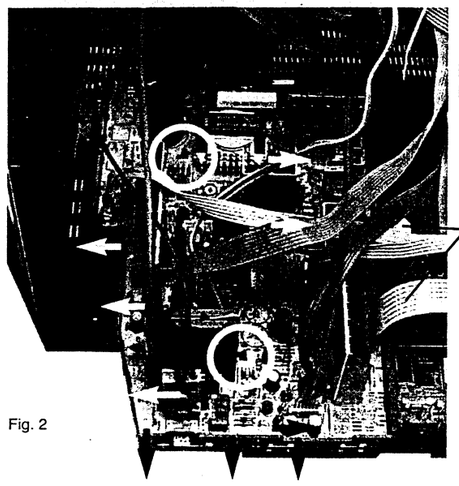
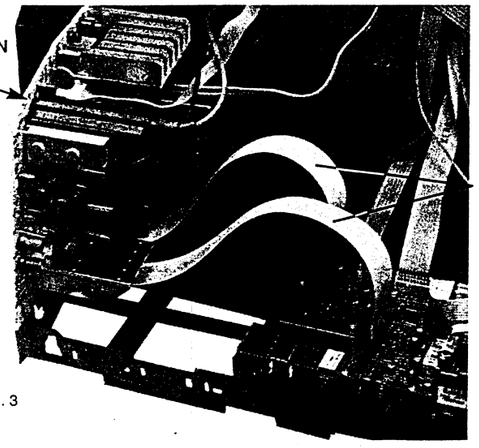

Fig. 2
Fig. 3
1 - Remove the two connection cable PSB/SSB (1) (Fig.2) and get free the "PSB" board from the chassis in pressing the maintain tongue (9 in periphery and 2 in the board) (Fig.2) . Put the two extension cable PSB/SSB (35120540) (Fig.3).
2 - Put the PSB board in service position (Fig. 3)
1 - Retirer les cordons de raccordement PSB/SSB (1) (Fig.2) et dégager la platine "PSB" du chassis en appuyant sur les languettes de maintien (9 en périphérie et 2 en interne) (Fig.2) . Mettre les cordons prolongateurs de raccordement PSB/SSB (35120540) (Fig.3).
2 - Mettre la platine PSB en position de service (Fig. 3)
1 - Entfernen Sie die beiden Verbindungskabel PSB/SSB (1) (Fig.2). Zum Ausbau der PSB-Platine lösen Sie die 9 Halteklammern um die Platine herum und die 2 Klammern in der Platine wie (Fig.2) dargestellt. Stecken Sie die Verlängerungskabel PSB/SSB (35120540) (Fig.3) ein.
2 - Bringen Sie die PSB-Platine in die Service-Position (Fig. 3).
1 - Togliere idue cavi di collegamento PSB/SSB (1) (Fig.2) e liberare la piastra "PSB" dal telaio premendo le linguetto di fissaggio (9 periferiche e due interne) collegare le prolunghe PSB/SSB (35120540) (Fig.3).
2 - Sistemare la piastra PSB in posizione di service (Fig. 3).
1 – Retirar los dos cables de conexión PSB/SSB (1) (Fig.2) y soltar la placa "PSB" del chasis presionando las lengüetas (9 en la periferia y 2 en la placa ) (Fig. 2). Enchufar los dos cables prolongadores PSB/SSB (35120540) (Fig.3).
2 – Poner la placa PSB en la posición de servicio (Fig. 3)